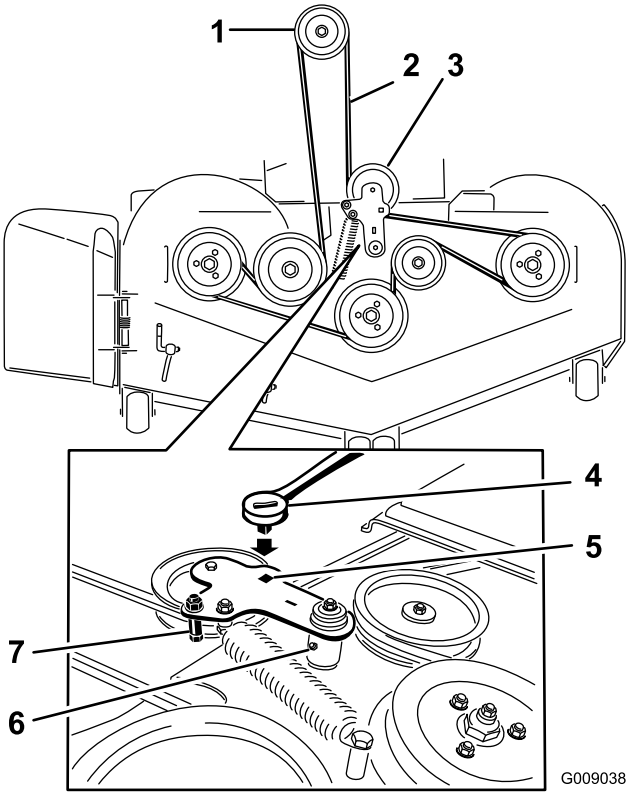

**Figuur 74**
5. Gebruik een ratelsleutel in de vierkante opening in de arm van de spanpoelie om de druk op de veer te verminderen (Figuur 74).
7. Verwijder de riemgeleider op de arm van de veerbelaste spanpoelie zoals getoond in Figuur 74.
9. Bevestig de nieuwe riem rond de poelies van het maaidek en de koppelingspoelie onder de motor (Figuur 74).
10. Bevestig de riemgeleider op de arm van de spanpoelie zoals getoond in Figuur 74.
11. Gebruik de ratelsleutel in de vierkante opening en plaats de veer van de spanpoelie (Figuur 74).